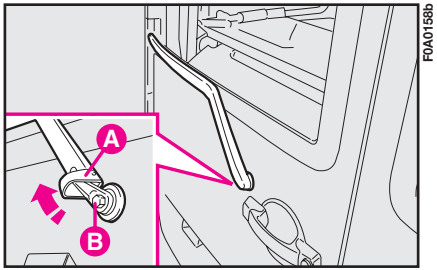
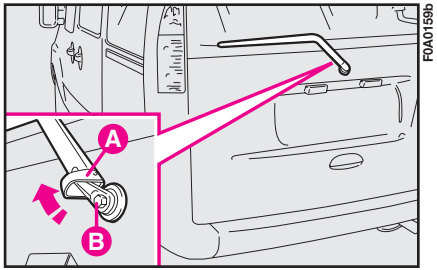

fig. 24
fig. 25
1) Soulever le cache **A-fig. 24** et **fig. 25** et démonter le bras du véhicule, en dévissant l'écrou **B** qui le fixe au pivot de rotation.